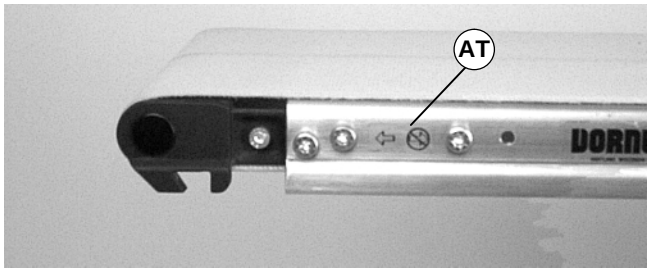
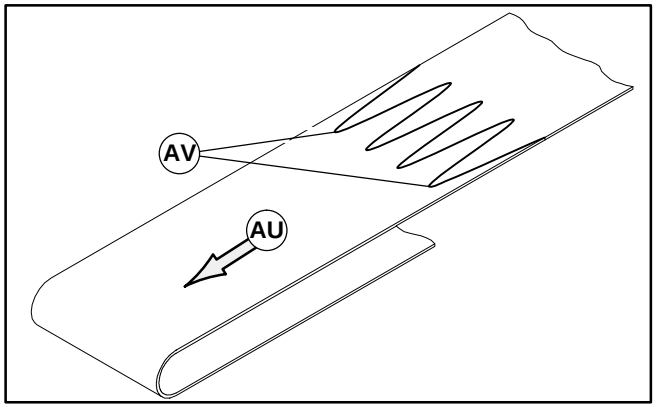

Abbildung 30
Abbildung 32
WICHTIG: Bei einem Förderer mit Mittenantrieb wird die Laufrichtung des Gurts durch eine Pfeilmarkierung an der Seite des Förderers identifiziert (AT siehe Abbildung 30 u. 31).
1. Das Förderband so ausrichten, daß die Spitzen der Gurtspleißung (AV siehe Abbildung 32) laut Angaben auf dem Etikett (AU) in die Laufrichtung des Gurtes weisen (AT siehe Abbildung 30).